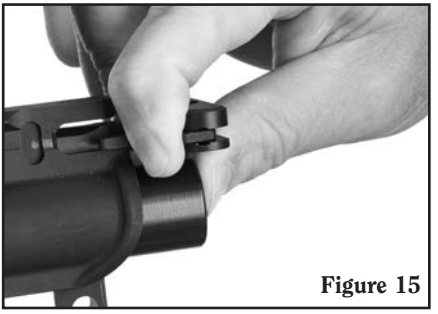

Figure 15
5. Removing bolt carrier assembly and charging handle. (See Figures 15 - 18.)